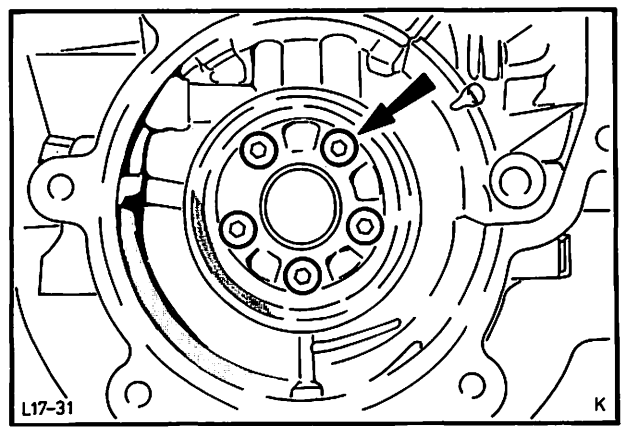

Abb. 56 Inbusschrauben, Innenring – Freilauf
18. Innenring – Freilauf ausbauen (5 Inbusschrauben). Abb. 56. Anschließend Innenring auf Verschleiß prüfen.